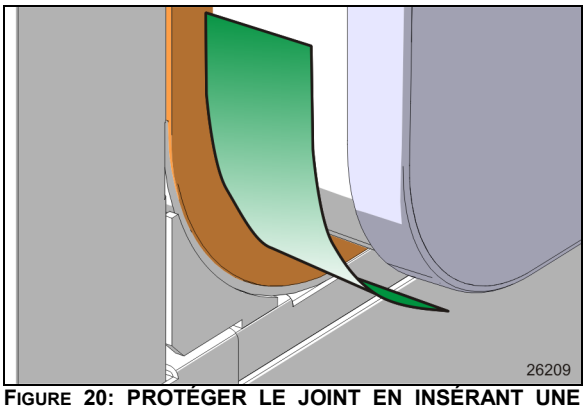

FIGURE 20: PROTÉGER LE JOINT EN INSÉRANT UNE FEUILLE DE PLASTIQUE
11. Protéger le joint racleur en insérant une feuille de plastique polypropylène entre le caisson et le joint, aux deux coins inférieurs. (Figure 20) Cela permet de distribuer la compression du joint racleur sur une zone plus étendue et empêche le panneau extérieur du caisson de coller ou de tirer sur le joint racleur.